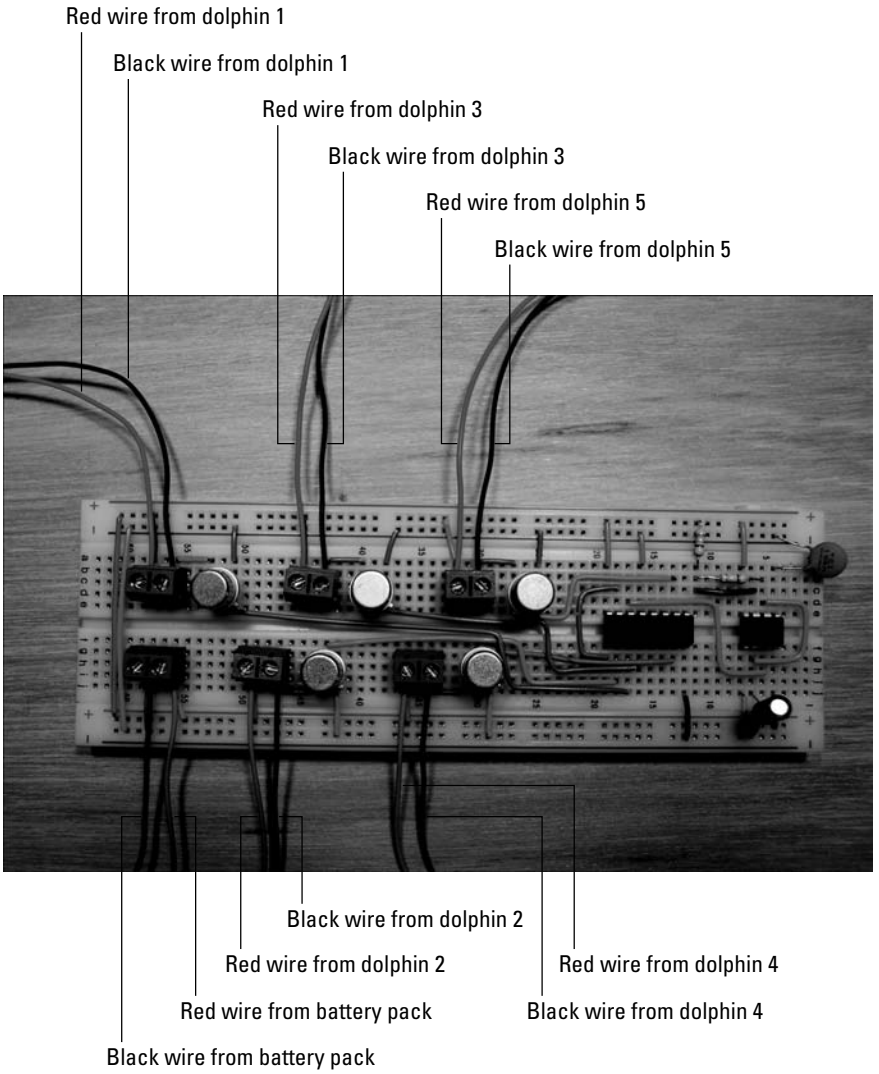

Figure 10-23: The breadboard in place.
19. **Attach Velcro to the breadboard and the plywood and then attach the breadboard to the plywood, as shown in Figure 10-23.**
20. **Insert the wires from the battery pack and the dolphins to the terminal blocks on the breadboard, as shown in Figure 10-23.**